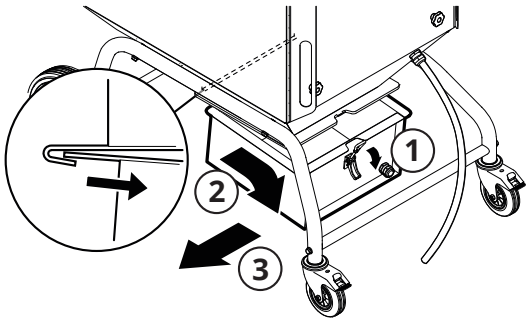

Fig. 27
3. Loosen the eccentric lock, raise the pallet truck up to the dust collector and use the pallet truck to pull put the collector. See **Fig. 27** as reference.
7. Slide the dust collector under the straining compartment, see **Fig. 27** as reference.